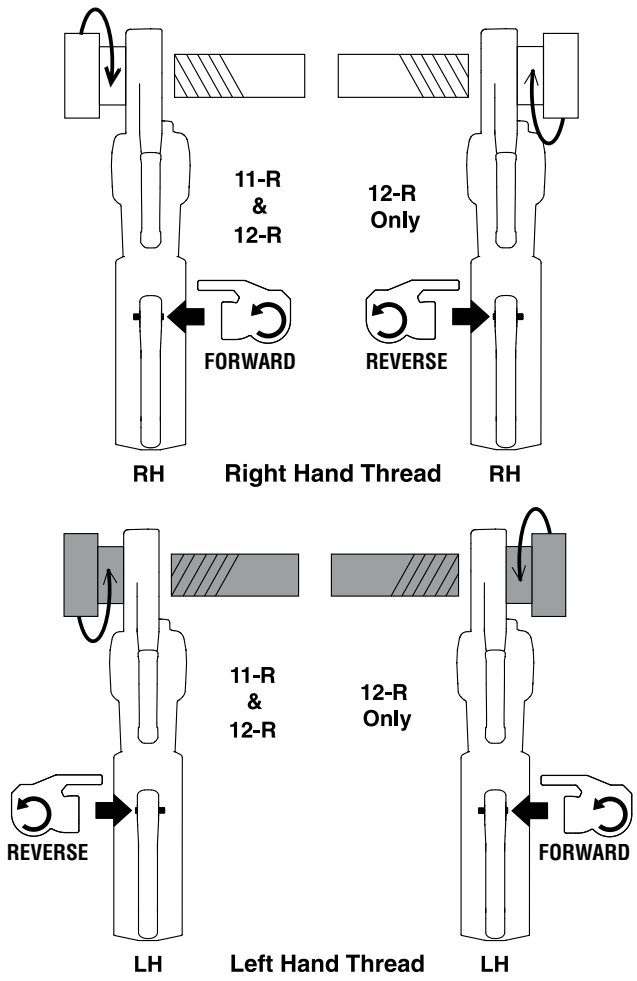

Figure 9 – Forward/Reverse Slide Switch/Die Head Orientation
7. Position the power drive Forward/Reverse Slide Switch for the desired right or left hand thread. *See Figure 9*.